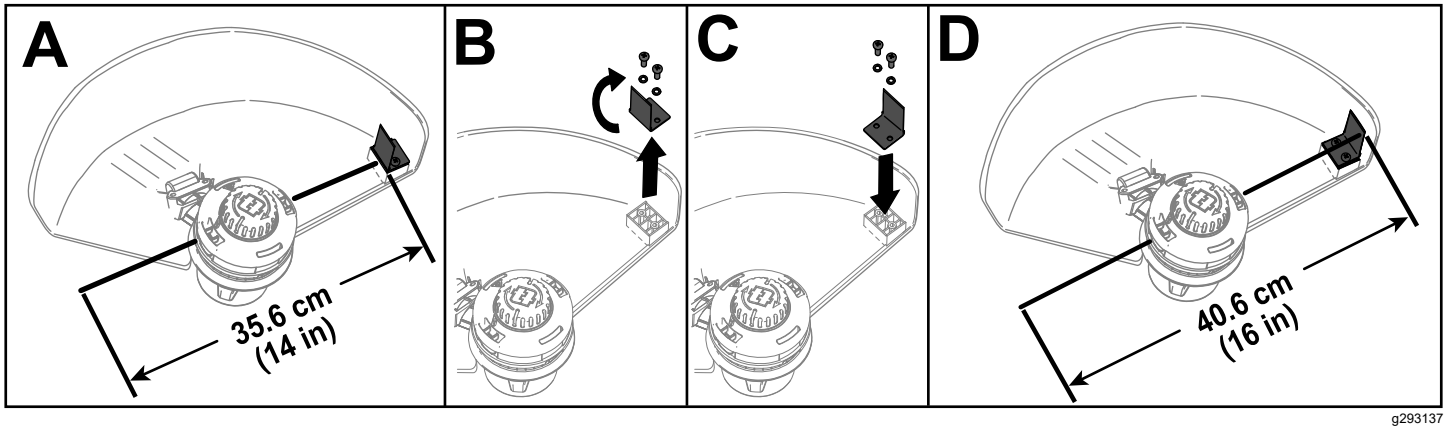

Figuur 11
De trimmer is bij levering ingesteld op een maaibreedte van 36,6 cm zoals getoond bij A in Figuur 11. Volg de onderstaande aanwijzingen als u de maaibreedte wilt instellen op 40,6 cm zoals getoond bij D in Figuur 11.
1. Verwijder het mes van de onderkant van de beschermkap door de 2 schroeven te verwijderen met de meegeleverde inbussleutel (B in Figuur 11) en keer het mes 180° om.
2. Nadat u het mes heeft omgekeerd monteert u het op de beschermkap met de 2 schroeven die u eerder heeft verwijderd (C in Figuur 11).